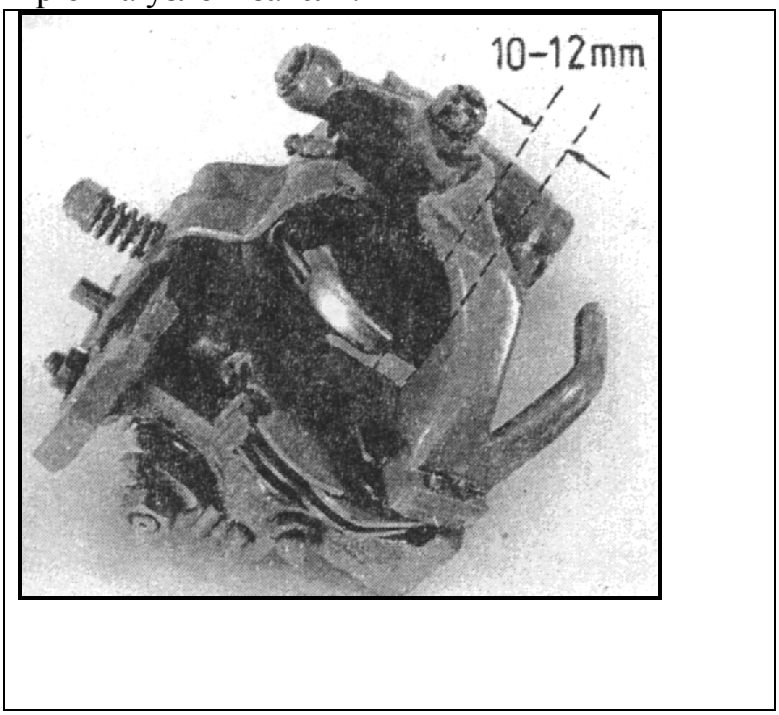

Рис.56
Ножевой рычаг(1) Рис. 56 должен быть установлен так, чтобы крючок узловязателя мог свободно поворачиваться. Сгребающая часть ножевого рычага (2) должна соприкасаться с верхней частью крючка узловязателя. Шаг ножевого рычага должен обеспечить надежное стягивание узла с крючка узловязателя.